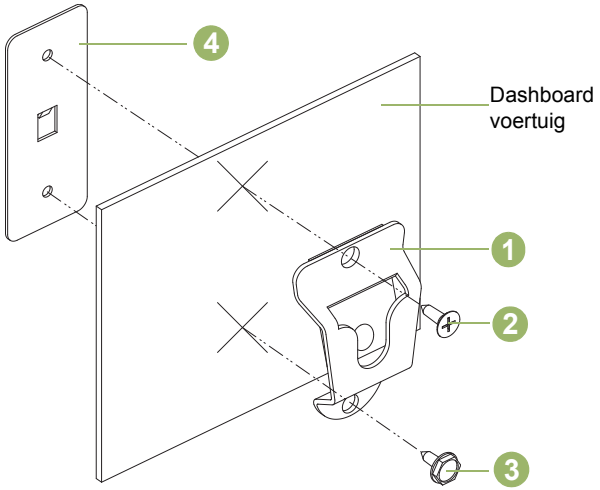

Afbeelding 5.2: De bevestigingsbeugel plaatsen
Zie Afbeelding 5.2 hieronder en bevestig ophangclip (1) aan het voertuig met twee bladmetalen schroeven en meegeleverde steunplaat. Plaats de steunplaat (4) achter het dashboard. Gebruik platkopschroef (2) in het bovenste montagegat en Hex-Washer-schroef (3) in het onderste montagegat. Zorg ervoor dat de bevestigingsschroeven in openingen van de steunplaat worden vastgezet.